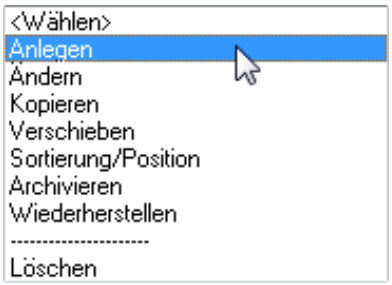

Bild 27.29 – *Gruppe*, Menüpunkt *Anlegen*
- Wählen Sie zunächst die Bibliothek, in der die Gruppe erstellt werden soll. Klicken Sie dann im Listenmenü *Gruppe* auf den ersten Punkt, *Anlegen* (Abb. 27.29).